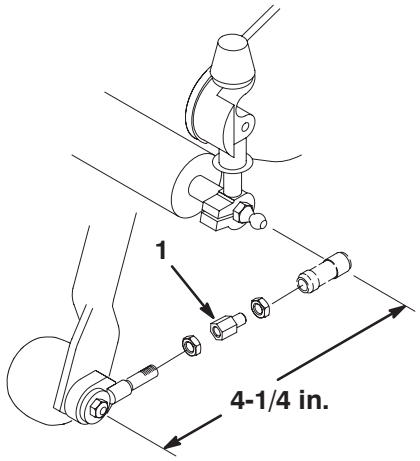

Figure 12
B. Install the new shorter pull link extension and adjust each pull link assembly to the dimension shown in Figure 12.